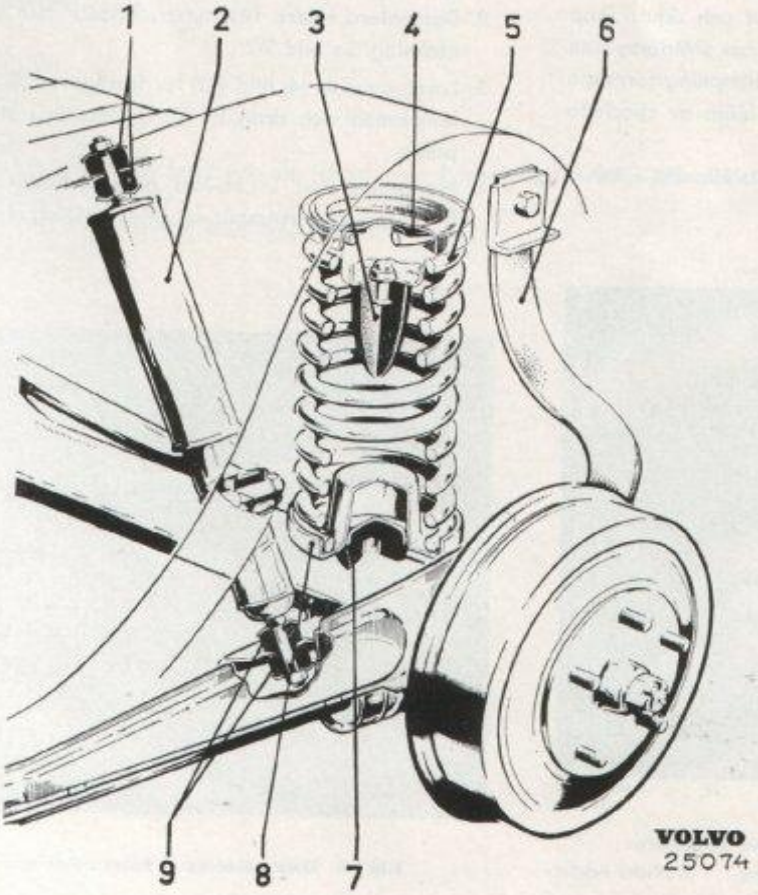

Bild 9-5. Bakre fjäder och stötdämpare
Montering sker i omvänd ordningsföljd mot demonteringen. Se till att gummikudden (7, bild 9-5) och gummimellanlägget (4, bild 9-5) kommer på rätt plats.
3. Montering sker i omvänd ordningsföljd. Se bild 9-5. Placera brickan med det större hålet på innersidan av den nedersta gummibussningen. Drag muttrarna så att 3 mm av fästskruvarnas yttersta, gängade del kommer utanför muttern.